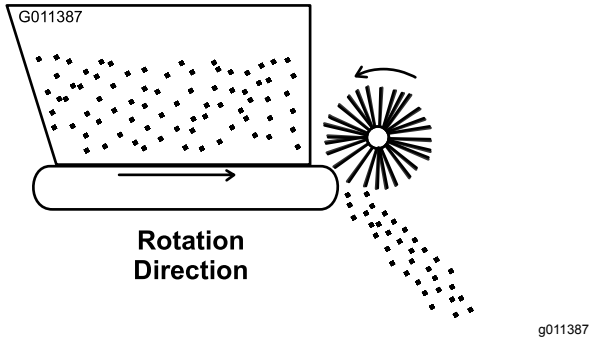

**Figur 18**
4. Start kjøretøyets motor og test rotasjonen til transportbåndet og børsten. Sett kjøretøyets eksterne hydraulikkspak i KJØR-stillingen. Rotasjonen skal være slik det vises i Figur 18. Hvis rotasjonen går baklengs, må hurtigkoblingene snus.